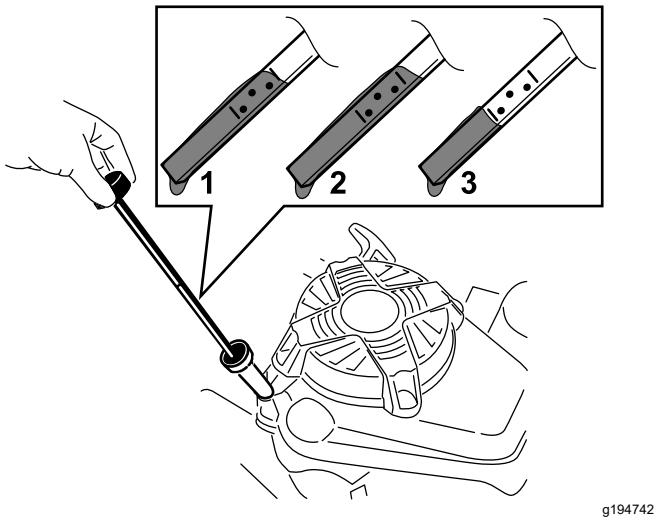

Figure 26
3. Tournez le bouchon dans le sens antihoraire et sortez la jauge (Figure 26).
10. Vérifiez le niveau d'huile indiqué par la jauge (Figure 26).